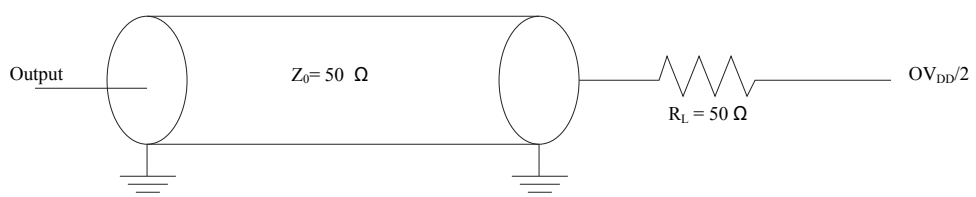
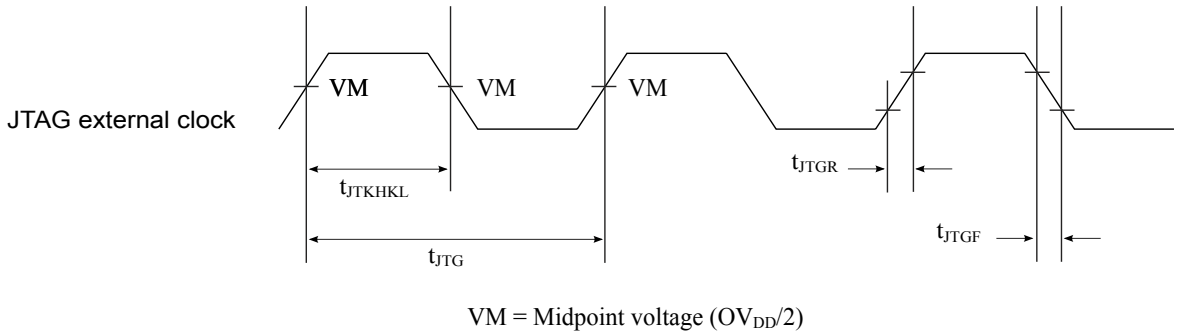
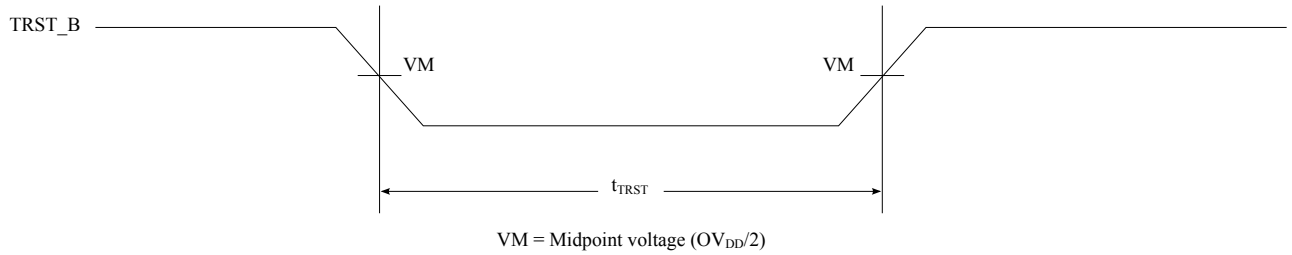
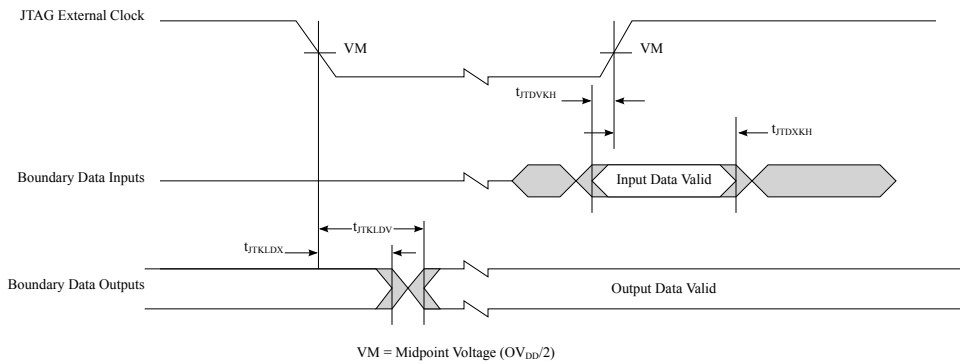

Figure 32. AC test load for the JTAG interface
Figure 33. JTAG clock input timing diagram
Figure 34. TRST_B timing diagram
Figure 35. Boundary-scan timing diagram
This table provides the JTAG AC timing specifications as defined in Figure 32, Figure 33, Figure 34, and Figure 35.
3. The symbols used for timing specifications follow these patterns: t(first two letters of functional block)(signal)(state)(reference)(state) for inputs and t(first two letters of functional block)(reference)(state)(signal)(state) for outputs. For example, t_{JTDVKH} symbolizes JTAG device timing (JT) with respect to the time data input signals (D) reaching the valid state (V) relative to the tJTG clock reference (K) going to the high (H) state or setup time. Also, tJTDXKH symbolizes JTAG timing (JT) with respect to the time data input signals (D) reaching the invalid state (X) relative to the tJTG clock reference (K) going to the high (H) state. Note that, in general, the clock reference symbol representation is based on three letters representing the clock of a particular function. For rise and fall times, the latter convention is used with the appropriate letter: R (rise) or F (fall).
4. See Figure 32.
5. See Figure 33.
6. See Figure 34.
7. See Figure 35.